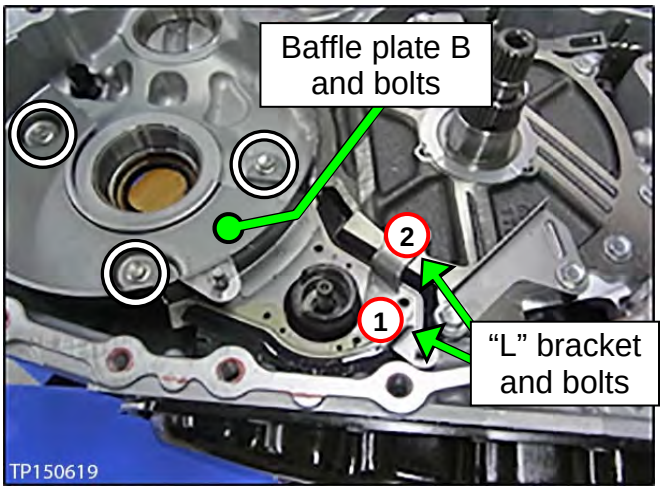

Figure 6I
6. Install baffle plate B and “L” bracket with the related bolts finger tight (Figure 6I).
b. “L” bracket bolts: 25.5 N-m (2.6 kg-m, **19 ft- lb**). Torque (1) and then (2) .